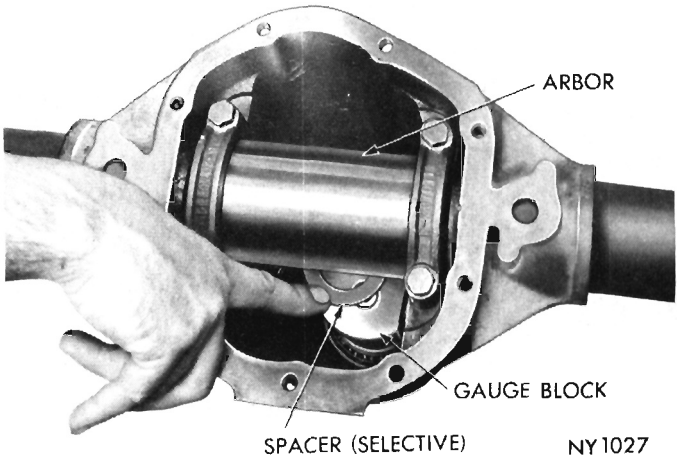

Fig. 18—Measuring Housing For Pinion Shim Thickness
(1) With main tool left in axle housing after installing drive pinion bearing cups, loosen tool nut and re-tighten to produce 15-25 inch-pounds of turning torque. Attach gauge block to main tool using allen screw.
(2) Position cross bore arbor in axle housing differential bearing seats and install bearing caps. Tighten cap bolts lightly.
(3) Select rear pinion bearing mounting shim which will fit between cross bore arbor and gauge block. This fit must be snug but not too tight (similar to the pull of a feeler gauge) (Fig. 18).